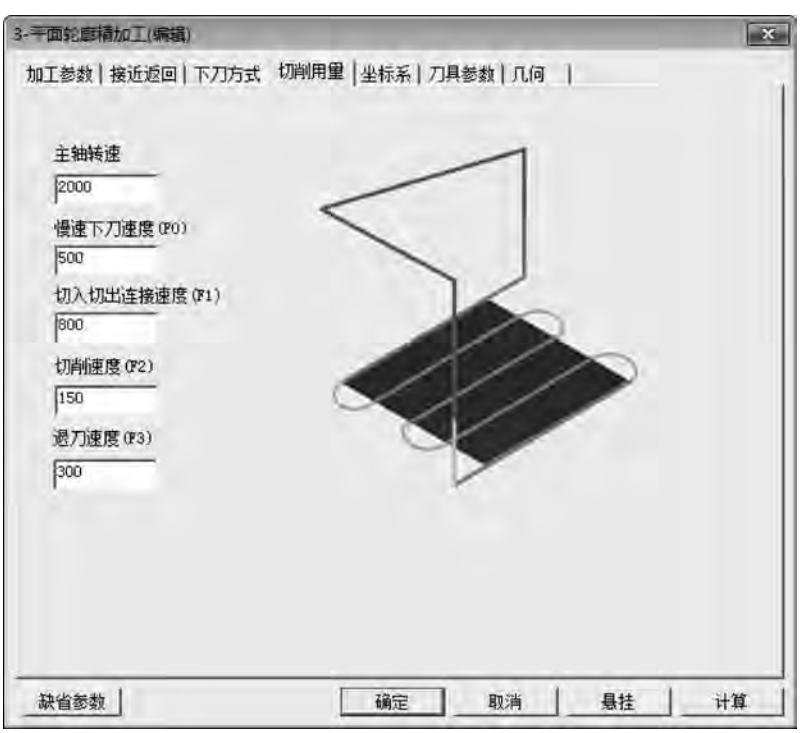
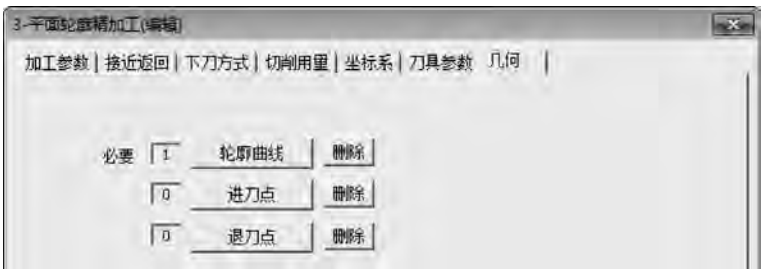
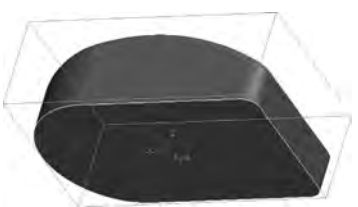
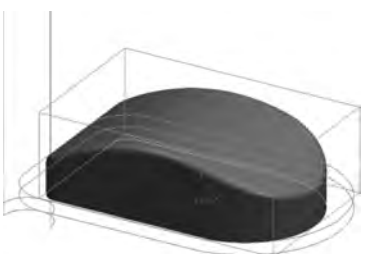

图 5-169 “切削用量”选项卡
图 5-170 “几何”选项卡
图 5-171 相关线
图 5-172 平面轮廓精加工的刀路轨迹
④ 设置切削用量参数,如图 5-169 所示。
⑤ 设置刀具参数。单击“刀库”按钮,选择增加的刀具号为 1 的 D10 立铣刀。
⑥ 设置几何参数。如图 5-170 所示,单击“轮廓曲线”按钮。单击“相关线”图标,在立即菜单中选择“实体边界”,拾取底面轮廓线,右击,如图 5-171 所示,单击“确定”按钮,系统开始计算并生成刀路轨迹,结果如图 5-172 所示。